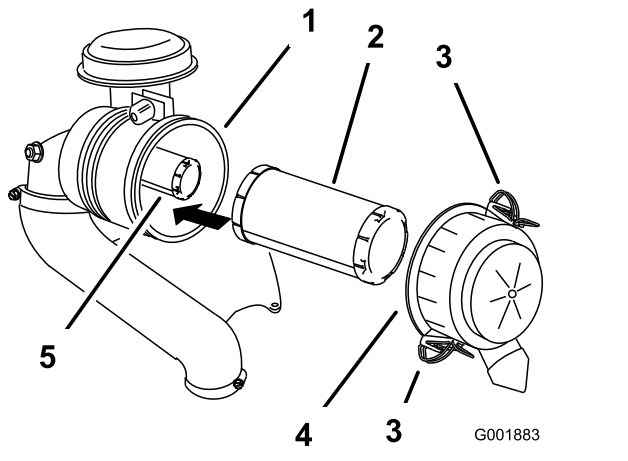

Bild 41
3. Lösen Sie die Riegel am Luftfilter und ziehen Sie die Luftfilterabdeckung vom Luftfiltergehäuse ab (Bild 41).
5. Schieben Sie den Hauptfilter vorsichtig aus dem Luftfiltergehäuse heraus (Bild 41).
2. Wenn Sie den inneren Filter auswechseln, schieben Sie ihn vorsichtig in das Filtergehäuse (Bild 41).
3. Schieben Sie den Hauptfilter vorsichtig auf den Sicherheitsfilter (Bild 41).
4. Bringen Sie die Luftfilterabdeckung an und befestigen die Riegel (Bild 41).